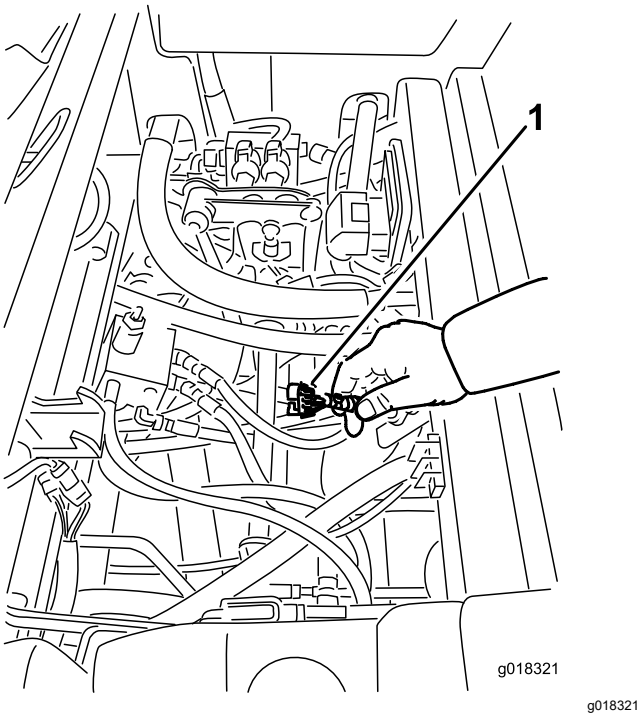

Figur 40
3. Lokalisera ledningsnätet och kontaktdonen nära styrenheten (Figur 40).